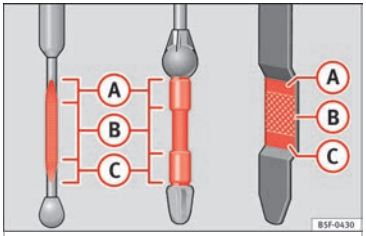

Fig. 111 Engine oil dipsticks.
The dipstick shows the engine oil level. ››› Fig. 111.
- **The oil level must never exceed area (A) ››› Fig. 111. Risk of damage to the exhaust system!**